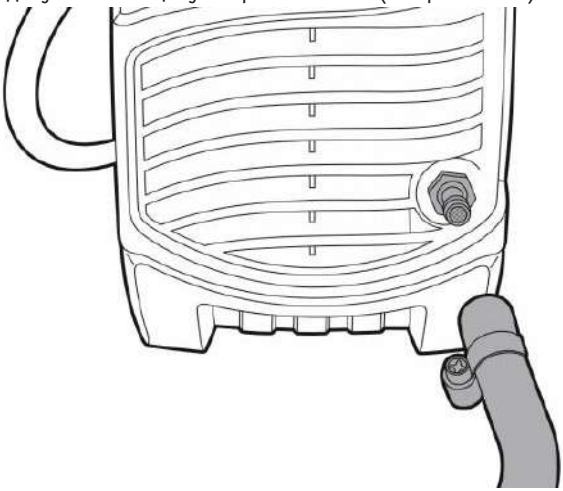

Рис. 8.0.2. Подключение защитного газа.
1. Подсоедините газовый рукав к газовому штуцеру аппарата и к регулятору расхода газа, присоединенному к баллону. При подключении баллон и регулятор расхода газа должны быть закрыты. Система газоснабжения, состоящая из газового баллона, редуктора и газового рукава, должна иметь плотные соединения (используйте винтовые хомуты), чтобы обеспечить надежную подачу газа и защиту сварочного шва (см. рис. 8.0.2).